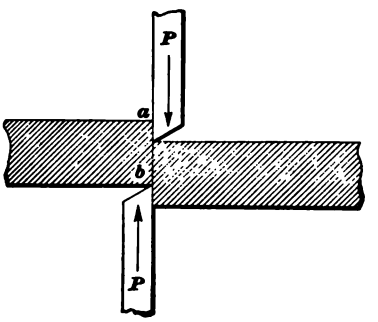

FIG. 6.
48. The **shearing strength** of any material is the resistance offered by its fibers to being cut in two. Thus, the pressure of the cutting edges of an ordinary shearing machine, Fig. 6, causes a shearing stress in the plane *a b*. The unit shearing force may be found by dividing the force *P* by the area of the plane *a b*.